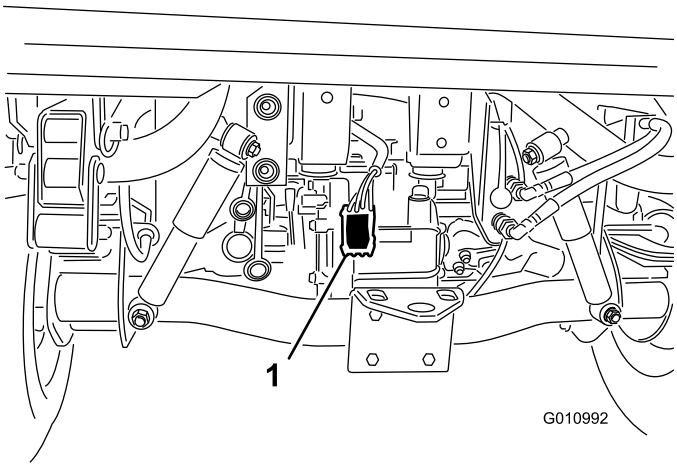

Figur 7
4. Før ledningsnettet langs med hovedkøretøjets ledningsnet til køretøjets bagende (Figur 7).